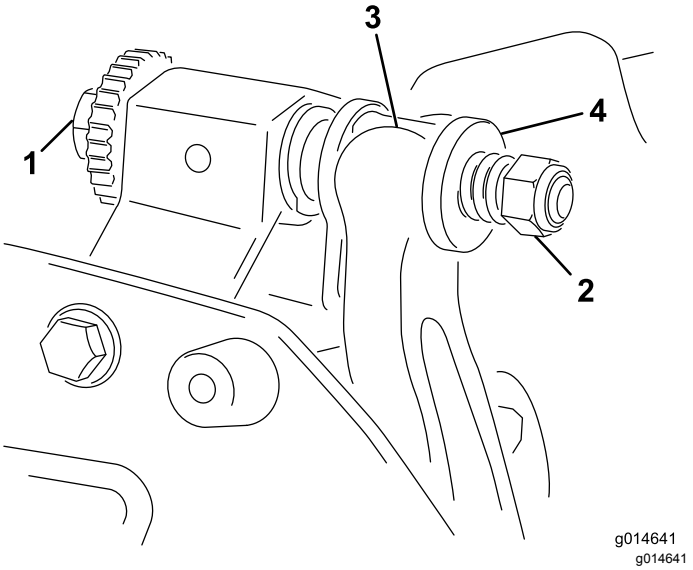

Figuur 20
1. Draai de stelschroef van de snijbalk linksom om de snijbalk weg te trekken van de messenkooi (Figuur 20).
2. Draai de veerspanningsmoer uit totdat de drukring niet meer tegen de snijbalk is geklemd (Figuur 20).
1. Plaats de snijbalk en zorg ervoor dat de montagelippen zich tussen de ringen en de stelschroef van de snijbalk bevinden (Figuur 20).